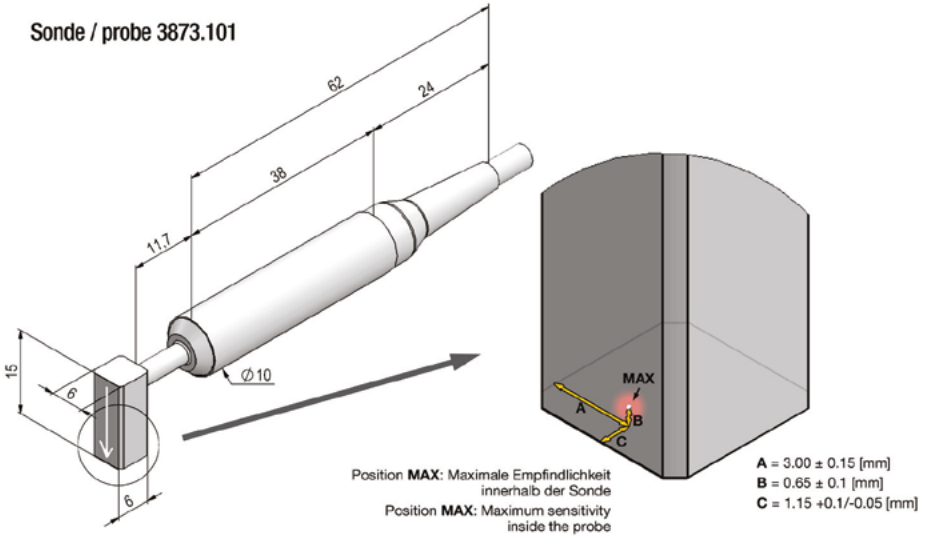
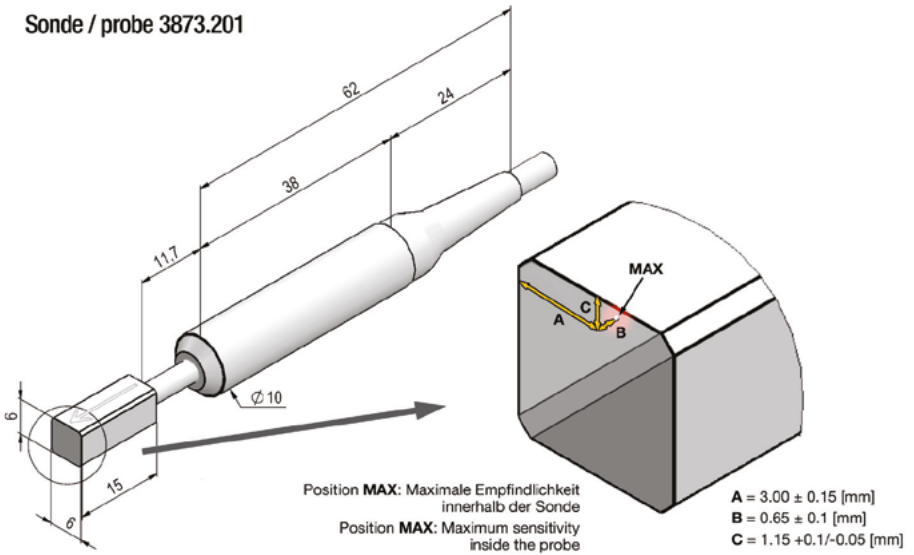

**Bild 15: Abgewinkelte Sonde mit Größenangaben und einer Detailansicht zur maximalen Empfindlichkeit innerhalb des Sondenkopfes**
**Bild 16: Gerade Sonde mit Größenangaben und einer Detailansicht zur maximalen Empfindlichkeit innerhalb des Sondenkopfes**
Die Messempfindlichkeit der Sonde ist richtungsabhängig. Ihre größte Empfindlichkeit ist dann gegeben, wenn das Magnetfeld von vorn senkrecht auf die Stirnfläche (Fläche mit dem Pfeilsymbol) des Sondenkopfs in Höhe des eingebauten Hallsensors trifft. Der Hallsensor der Sonde befindet sich am unteren Ende der Sondenstirnseite unter der Pfeilspitze (siehe Bild 15 und Bild 16). Die Sondenempfindlichkeit für eintretende Magnetfelder ist dort am größten.
**Die Position der maximalen Empfindlichkeit innerhalb der Querfeldsonde 3873.301 kann Bild 15 entnommen werden. Der Sondenkopf der Querfeldsonde ist lediglich um 90° gedreht. Die Maßangaben relativ zur Pfeilmarkierung sind identisch.**